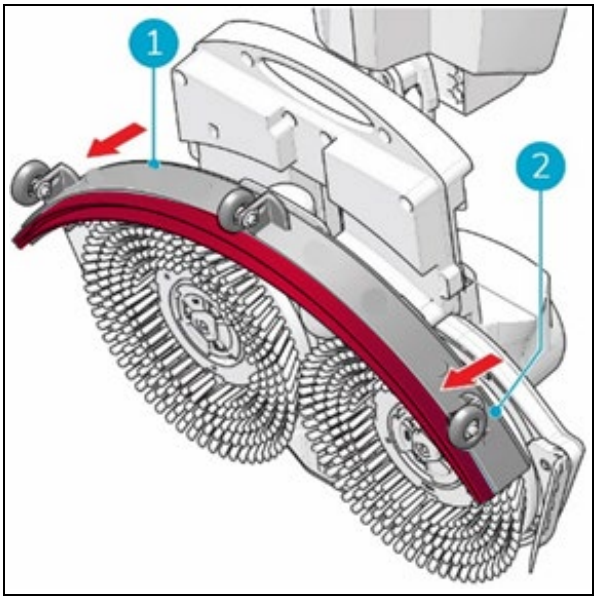

Figur 35
35. Trekk i venstre side av nalen (Figur 35, pos 1) for å fjerne den.
36. Trekk i høyre side av nalen for å fjerne den. (Figur 35 pos 2.)